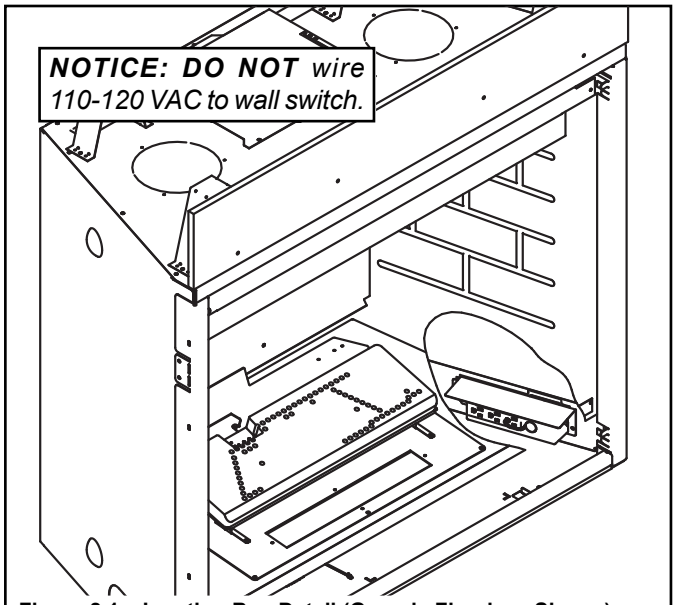
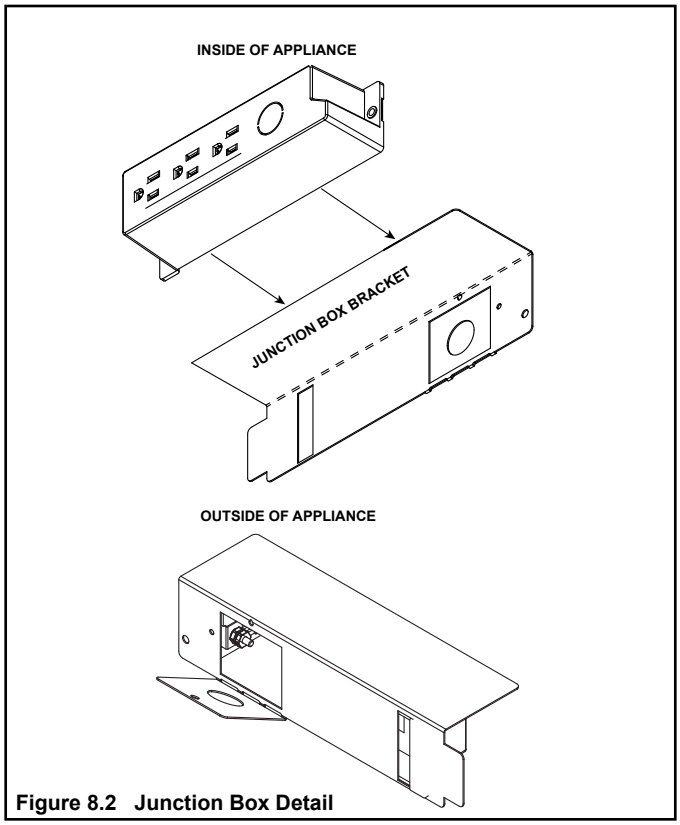

Figure 8.1 Junction Box Detail (Generic Fireplace Shown)
Figure 8.2 Junction Box Detail
- Remove the screw attaching the junction box/receptacle to the outer shell, rotate the junction box inward to disengage it from the outer shell. See Figure 8.1 and Figure 8.2.
- Pull the electrical wires from outside the appliance through the opening into the valve compartment and secure wires with a Romex connector. See Figure 8.1.